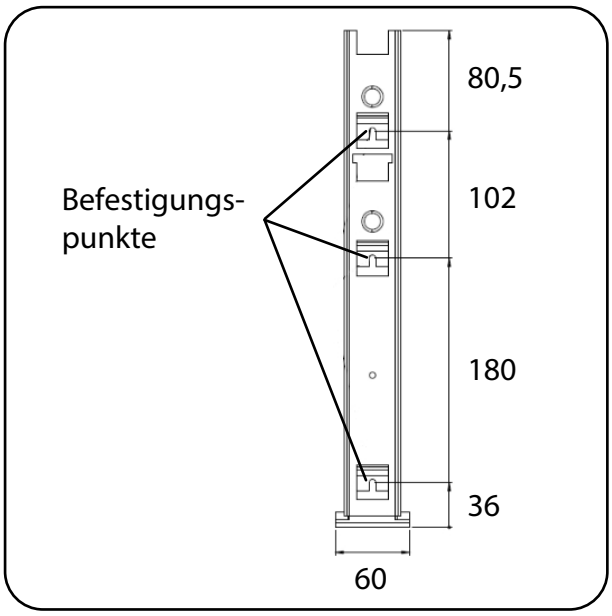

Abb. 6.3.02 – Montageschiene mit Befestigungspunkten [mm]
1. Befestigen Sie die Montageschiene senkrecht an einer ebenen und festen Wand (Abb. 6.3.02). Beachten Sie bei der Art der Befestigung das Wandmaterial. Verwenden Sie Dübel und Schrauben entsprechend der Wandbeschaffenheit.